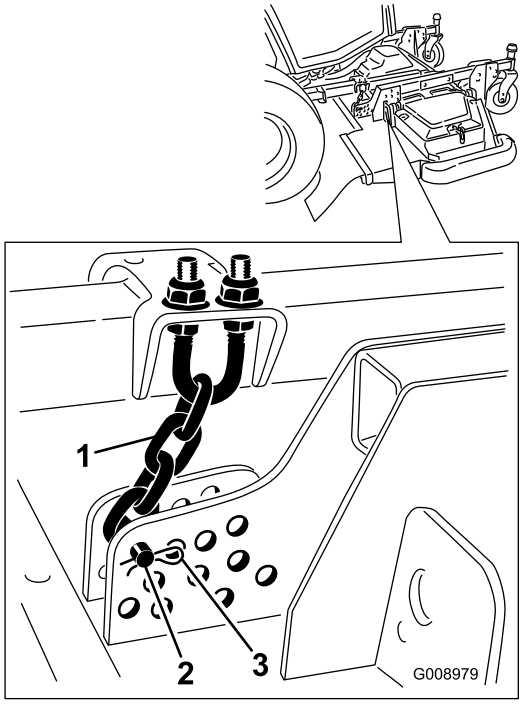

Figuur 136
4. Verwijder de R-pen en de gaffelpen waarmee de maaihoogtekettingen zijn bevestigd aan de achterkant van de maai-eenheid (Figuur 136).